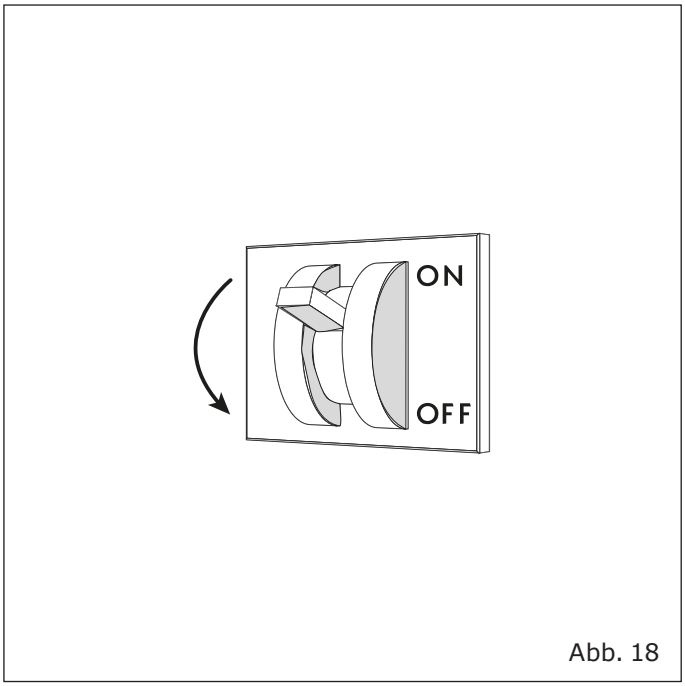

Abb. 18
- Trennen Sie das Kühlmöbel mit Hilfe des Wandschalters vom Stromnetz ("Abb. 18").